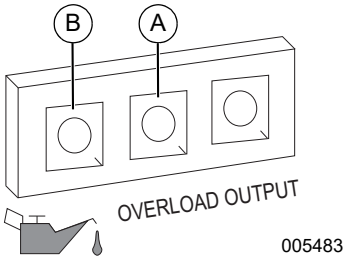

***Figura 3-3. Fallo de apagado***
**NOTA IMPORTANTE: No sobrecargue el generador ni las tomas de corriente individuales del panel. Consulte la *Figura 3-3*. Si se produce una sobrecarga, el LED de sobrecarga (A) se iluminará y la salida de CA se detendrá. Para corregir este problema, consulte *Luces de estado del generador*. Lea la sección *Conozca los límites del generador* detenidamente.**
El motor está equipado con un sensor de nivel de aceite bajo que apaga el motor automáticamente cuando el nivel de aceite cae por debajo de un nivel especificado para evitar que el motor se dañe. Consulte la ***Figura 3-3*** (B). El motor no funcionará hasta que se añada aceite hasta el nivel adecuado.